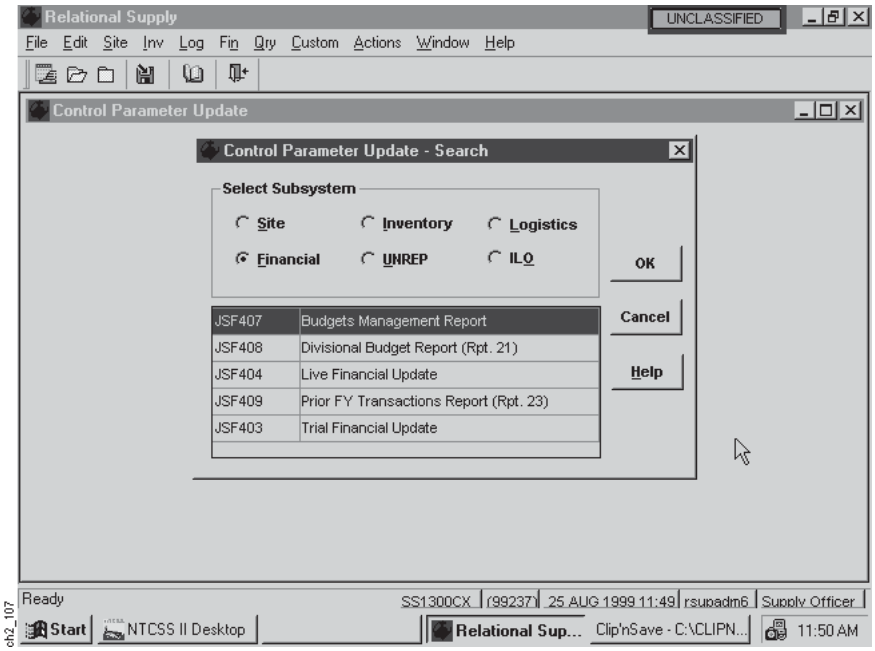

Figure 2-128
(3) Step 3. Highlight the batch job from the list on the screen above (Figure 2-128) that you wish to process from the list on the screen and then select the OK Option to continue.